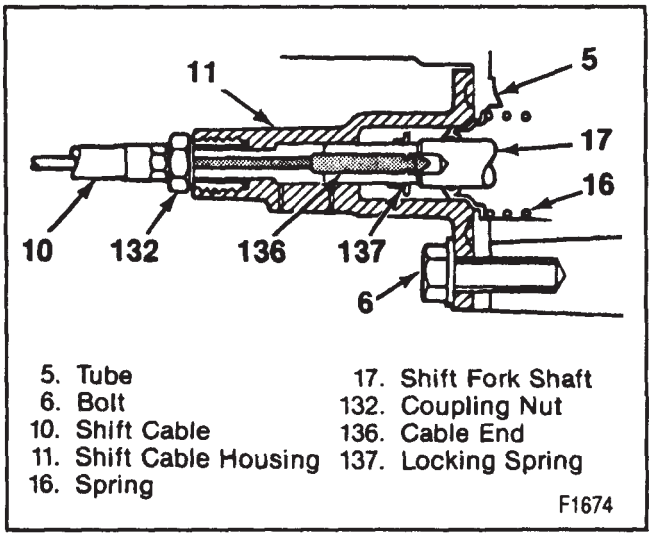

Figure 14—Shift Cable and Housing
2. Bolts (6) (figure 14).
- DO NOT unscrew the coupling nut (132) at this time.